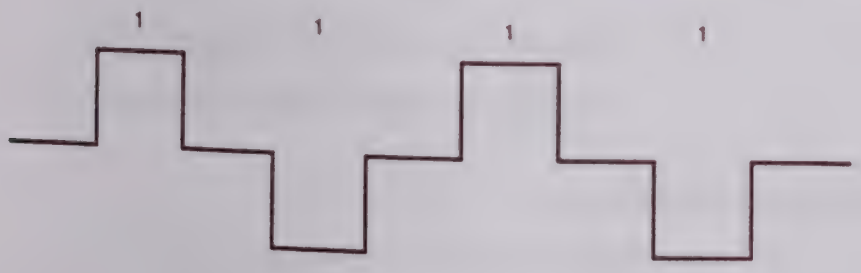

Figure 3.90. Data Pattern A, 1111
2. Type **PATTERN 1111<CR>**. These entries will produce data pattern A, see Figure 3.90. Use oscilloscope to check pin 11 of U8 for data pattern A.